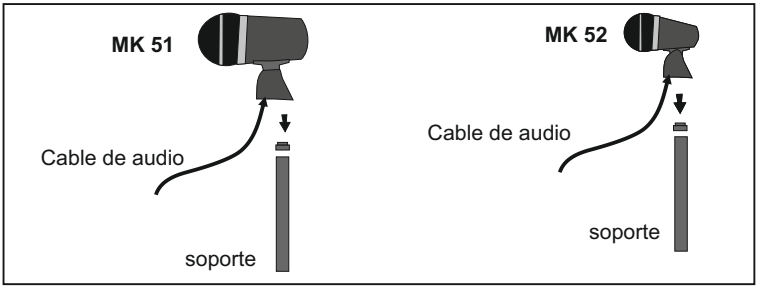

figura 1
1. si es necesario, atornille el adaptador del soporte en la parte final del soporte de micro (ver figura 1). Ajuste la altura y posición del soporte como sea necesario.